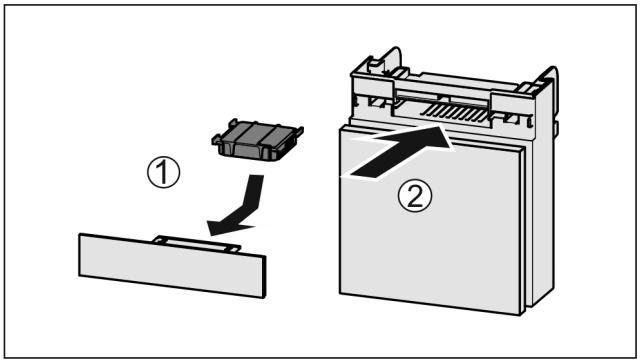

Fig. 51
▶ Вставити фільтр з активованого вугілля за малюнком *Fig. 51 (1)*.
▶ Вставити відділення *Fig. 51 (2)*.